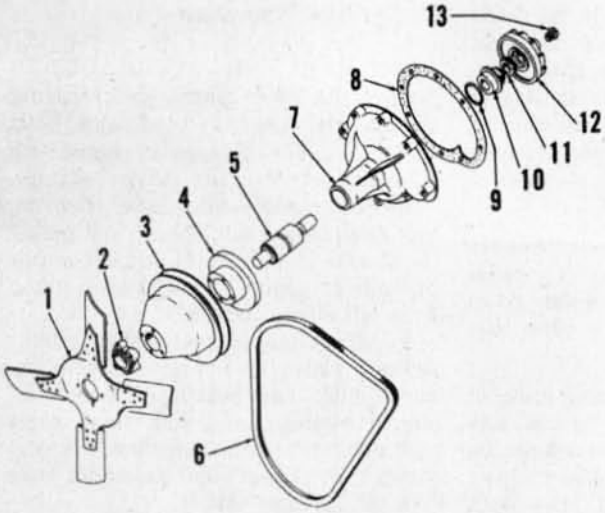

Fig. 117—Exploded view of water pump used on Model 544 (D239) and Models 686 and Hydro 86 (D310) diesel engines.
215. **R&R AND OVERHAUL.** To remove the water pump, first drain the cooling system, then remove hood and hood skirts. Loosen alternator mounting bolts and remove the drive belt. Unbolt and remove fan (1—Fig. 117), spacer (2) and pulley (3). Remove cap screws securing pump body (7) to water pump carrier. Then, remove pump from tractor.